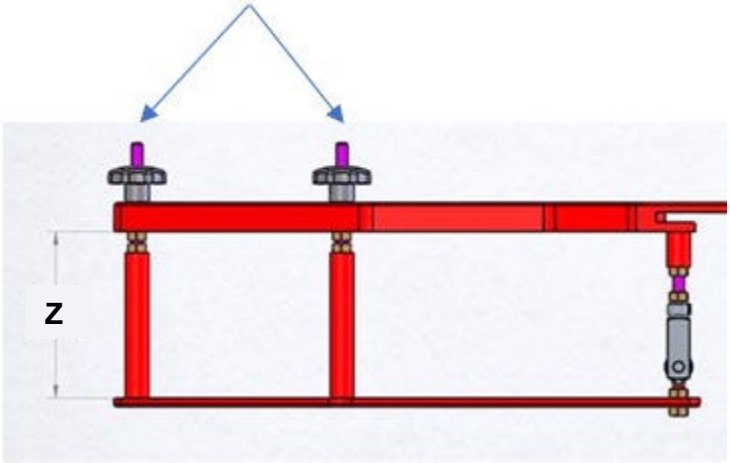

Figura 1-4. Ajuste del tanque de agua
a. Verifique la distancia tal como se muestra en el plano que aparece a continuación, asegurándose de que Z se cercano a 174±5 mm (consulte la figura 1-4). Si no es así, ajuste Z girando las tuercas.